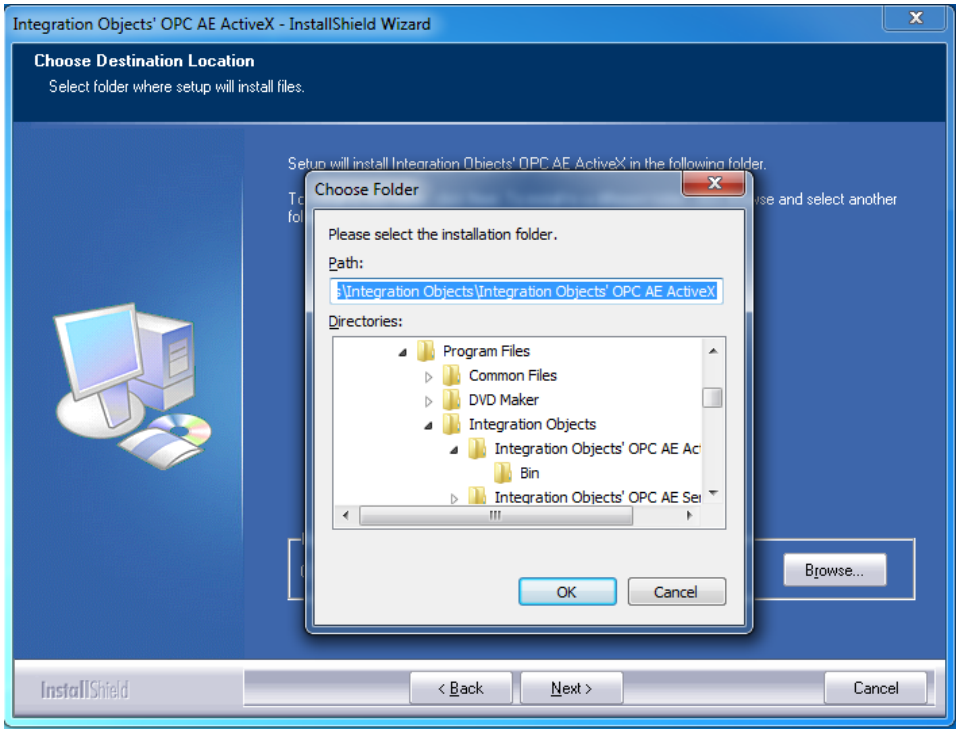

Figure 4: Select Destination Folder
5. A folder selection window appears when you click the next button (see Figure 4).